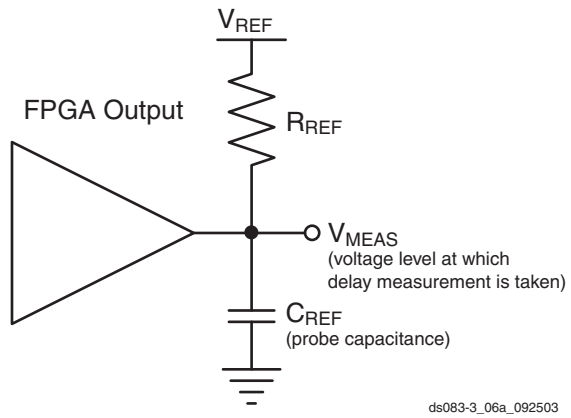

Figure 6: **Generalized Test Setup**
5. Note that this is an input voltage reference that bears no relation to the V_{REF} / V_{MEAS} parameters found in IBIS models and/or noted in Figure 6.
Output delays are measured using a Tektronix P6245 TDS500/600 probe (< 1 pF) across approximately 4" of FR4 microstrip trace. Standard termination was used for all testing. (See ***Virtex-II Pro Platform FPGA User Guide*** for details.) The propagation delay of the 4" trace is characterized separately and subtracted from the final measurement, and is therefore not included in the generalized test setup shown in Figure 6.